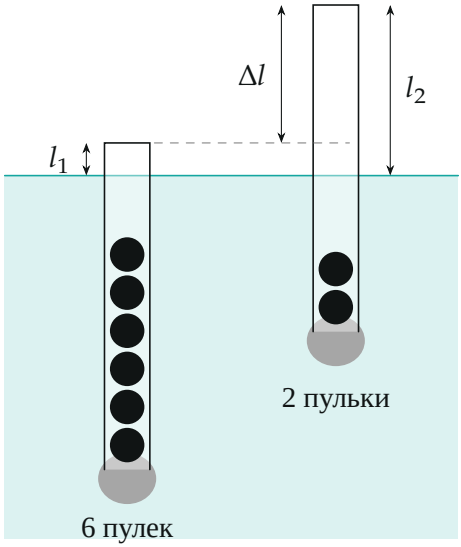

Рис. 2. Ареометр из трубочки с пластилиновой пробкой: с 6 пульками (слева) и с 2 (справа). Убрали 4 пульки — ареометр поднялся на $\Delta l = l_2 - l_1$.
3. Пункт 1 — масса пульки. Внутрь ареометра кладём пульки, пока он почти целиком не погрузится (при длине трубочки около 18 см и пластилине около 1,5 г хватает 7 пулек). При 6 пульках отмечаем по миллиметровке на сосуде расстояние l_1 от верхнего конца трубочки до воды. Затем вынимаем пульки по одной, пока ареометр плавает устойчиво; при 2 пульках он ещё устойчив, расстояние $l_2 \approx 9{,}4$ см (рис. 2). Вынули $N = 4$ пульки, ареометр поднялся на $\Delta l = l_2 - l_1$. По формуле